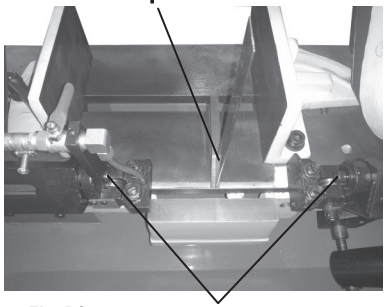

Fig.12
3.Place an engineer`s set square onto the bed and touching the blade (Fig.12).
4.If any adjustment is needed then loosen the two cap head bolts (Fig.12,A).